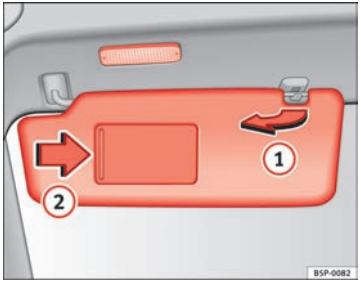

Fig. 80 Sun visor on the driver side
The sun visors for the driver and the front passenger can be pulled out of their mountings in the centre of the vehicle and turned towards the doors ⇒ fig. 80 (1)